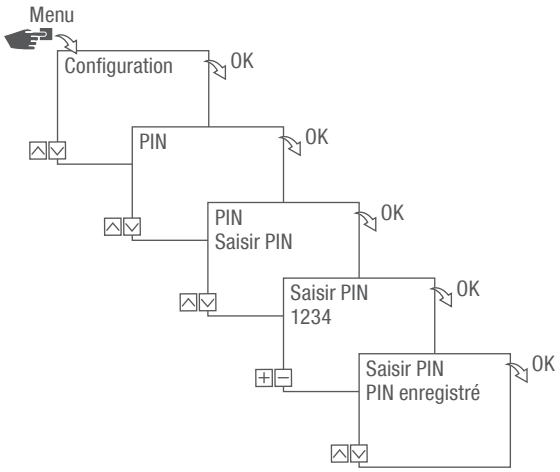

Fig. 15 : Définition du PIN
5. Appuyez sur la touche Bluetooth (fig. 15/❶) de l'horloge modulaire.